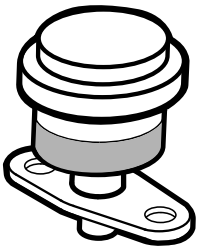

Figura 34
Faça a manutenção ao filtro de ar principal apenas quando o indicador de manutenção (Figura 34) o exigir. Mudar o filtro de ar antes de ser necessário apenas aumenta a possibilidade de entrar sujidade no motor quando se retira o filtro.
1. Verifique o indicador de bloqueio do filtro. Se o indicador estiver vermelho, o filtro de ar tem de ser substituído (Figura 34).